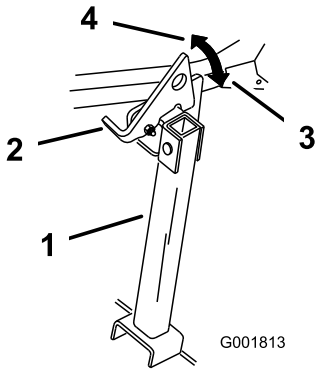

Rysunek 35
2. Unieś zaczep, aby go odblokować (Rysunek 35).